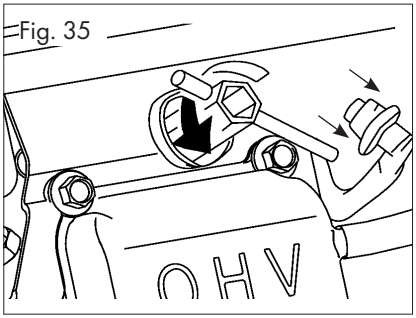

Fig. 35
- Desserrez la bougie d'allumage à l'aide de la clé à bougie, fig. 35.